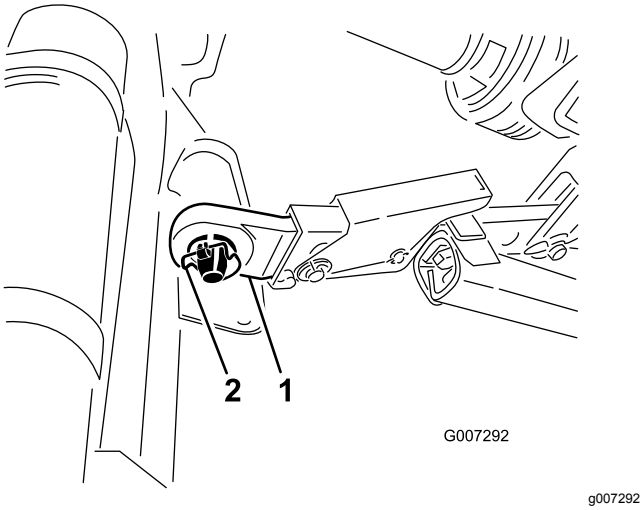

**Figur 6**
5. Sätt i de högra och vänstra nedre länkarmarna i hakbultarna (Figur 6).
6. Fäst de nedre länkarmarna på hakbultarna med hjulsprintarna (Figur 6).